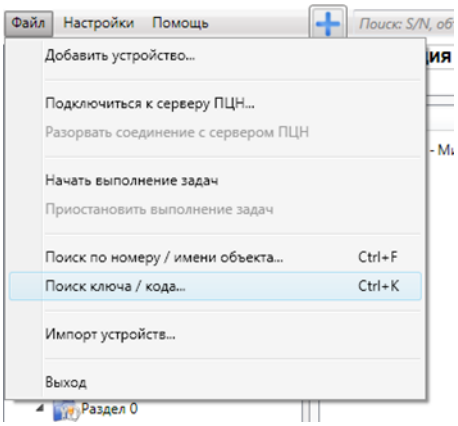

Рис. 11.3. Меню *Файл*, выбор функции *Поиск ключа / кода*
1. В основном окне программы в меню *Файл* выберите *Поиск ключа / кода* (рис. 11.3) или нажмите кнопку на панели инструментов.